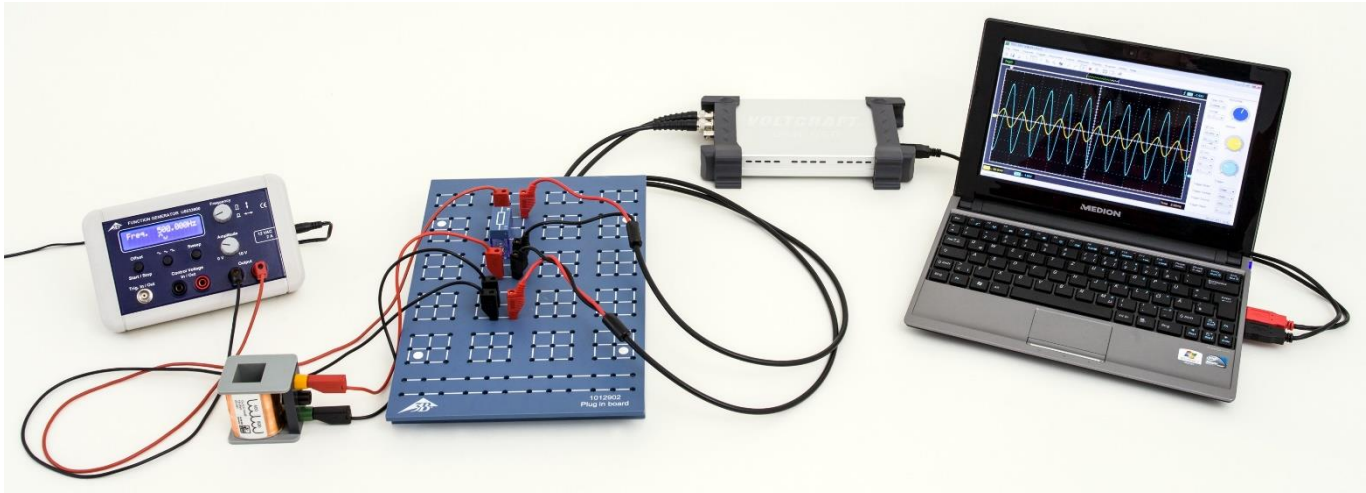

Fig. 1: Messanordnung.
- Die Messanordnung (Fig. 1) gemäß der Schaltskizze (Fig. 2) mit dem Widerstand $R$ =10 Ω und einer Spule mit 1200 Windungen ($L$ = 23 mH, $R_L$ = 19 Ω) aufbauen.